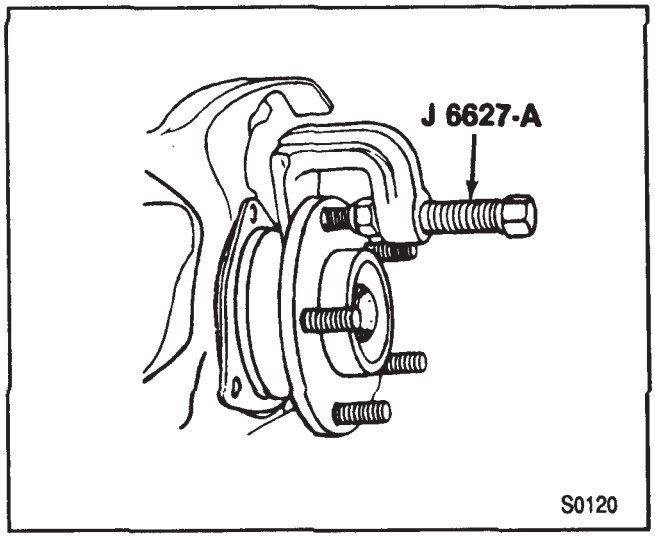

Figure 38—Removing the Wheel Studs
3. Stud (112) using J 6627-A (figure 38).